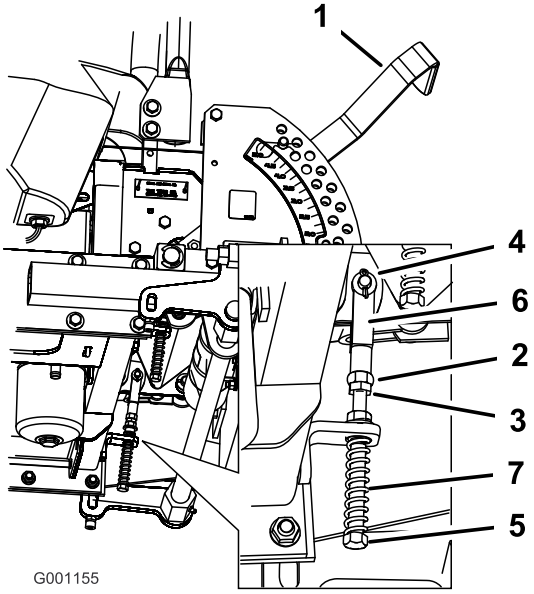

Figur 74
8. Lossa muttern och kontramuttern mot oket om justering krävs (Figur 74).
9. Dra rörelsereglaget något bakåt och vrid huvudet på justerskruven i rätt riktning tills rörelsereglaget är centrerat i det neutrala låsläget (Figur 74).
10. Dra åt muttern och kontramuttern (Figur 74).